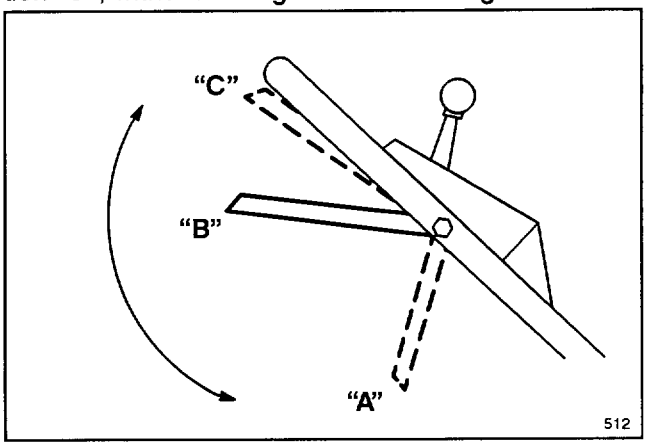

**Figure 12**
4. BLADE AND TRACTION OPERATION (Fig. 12)—When control bar is in position "A", slide control bar to right and raise to position "B" to engage blade. Squeeze control bar against handle to position "C" to drive. To disengage traction drive but keep blade engaged, gradually release control bar to position "B". To self–propel with blade disengaged, simply squeeze control bar against handle to position "C", without sliding control bar to right.